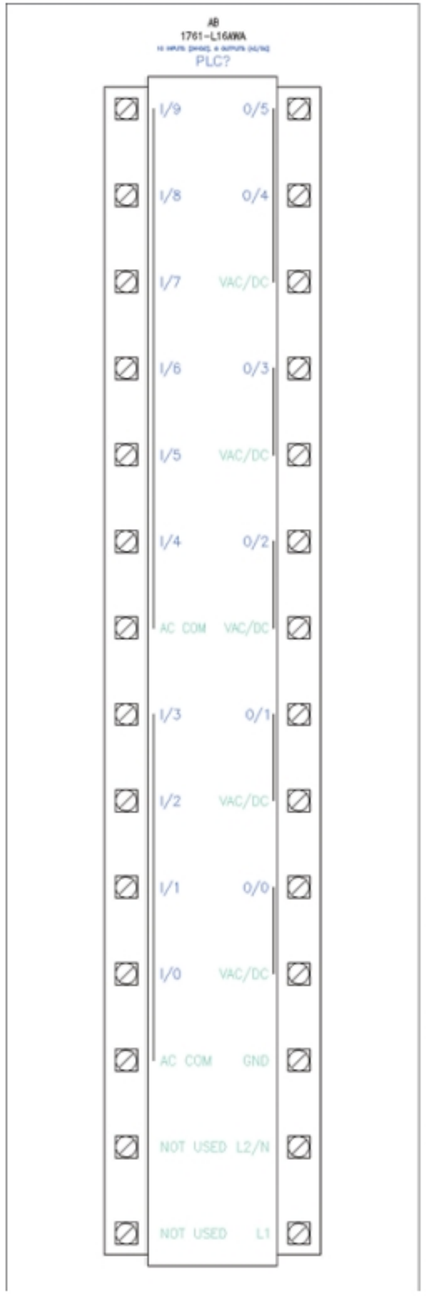

Figure-53. PLC placed in drawing
- Click on the **OK** button from the dialog box. The PLC will be placed with specified descriptions; refer to Figure-53.